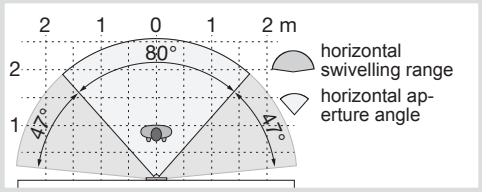

Figure 6: Horizontal camera orientation
- Loosen the locating screw (1) for the camera with the 1.5 mm Allen key supplied (9) until the camera can be adjusted easily.
- Adjust camera vertically and horizontally (figures 6 and 7).
- Fix the camera back in place using the screw (1).